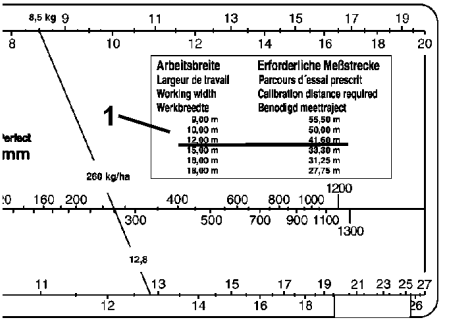

Rys. 29
- Z tabeli (Rys. 29/1) nomogramu wziąć konieczną długość odcinka pomiarowego (41,6 m) dla żądanej szerokości roboczej (12 m).